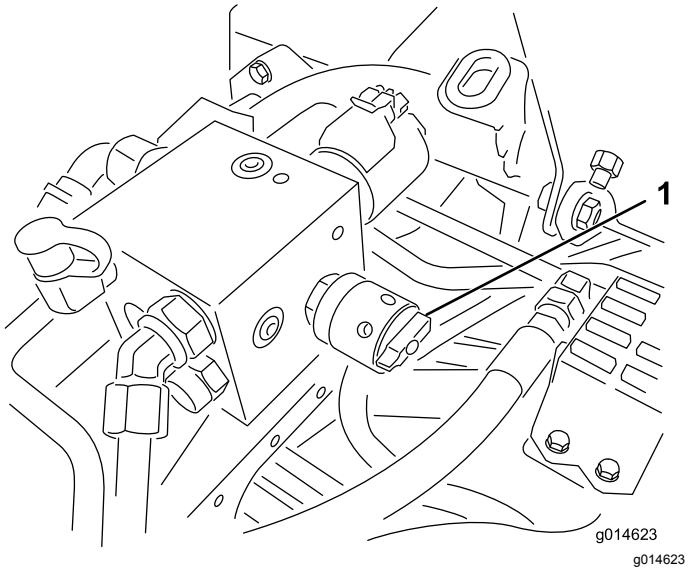

Figur 49
4. Juster knivcylinderhastigheden ved at dreje knappen (Figur 49), indtil indikatorpilene er på linje med det fastslåede tal fra trin 3.